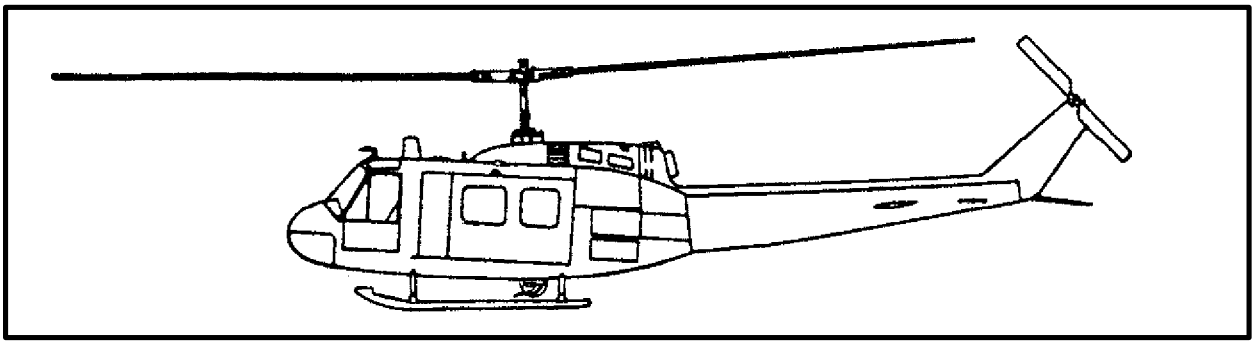

*Figure 2-2. UH-1 Iroquois (Huey)*
**a. UH-1.** The UH-lH/P is a single engine, single main rotor helicopter (Figure 2-2) manufactured by Bell Helicopter Textron. The UH-LN is a twin engine version. The UH-1 is a general-purpose aircraft that has a limited cargo-carrying capability. It is used for such missions as aerial delivering troops, cargo, and injured personnel.